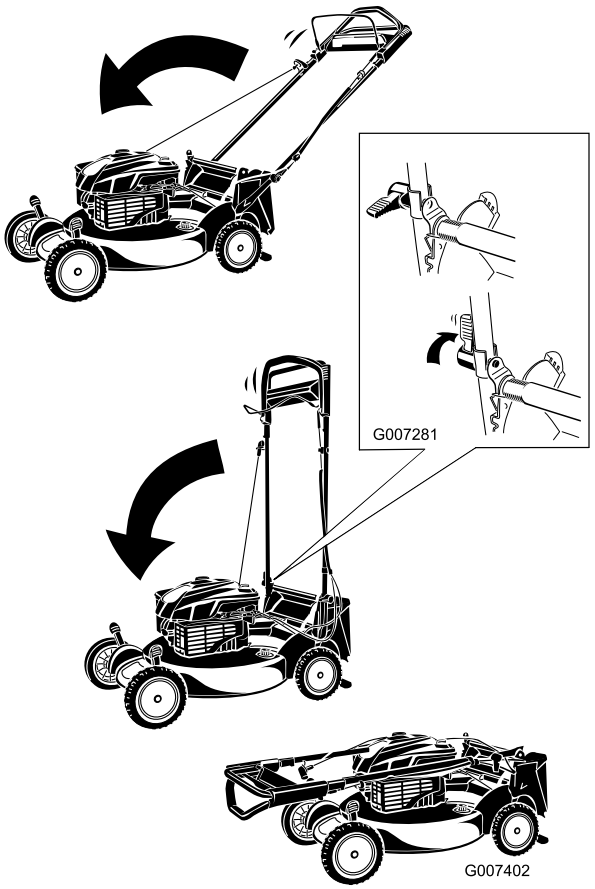

Figur 43
1. Drej håndtaget fremad (Figur 43).